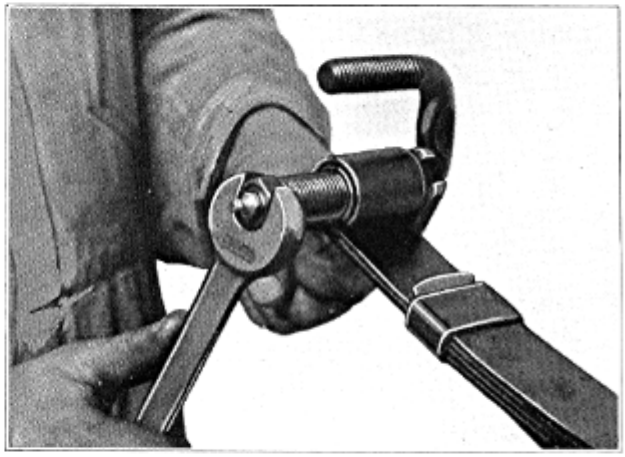

Figure 9
44. Insert one end of spring shackle through main leaf eye (front and rear of front spring and rear of rear spring) as shown in Figure 9, and start threaded bushing on shackle thread and draw tight into spring eye.